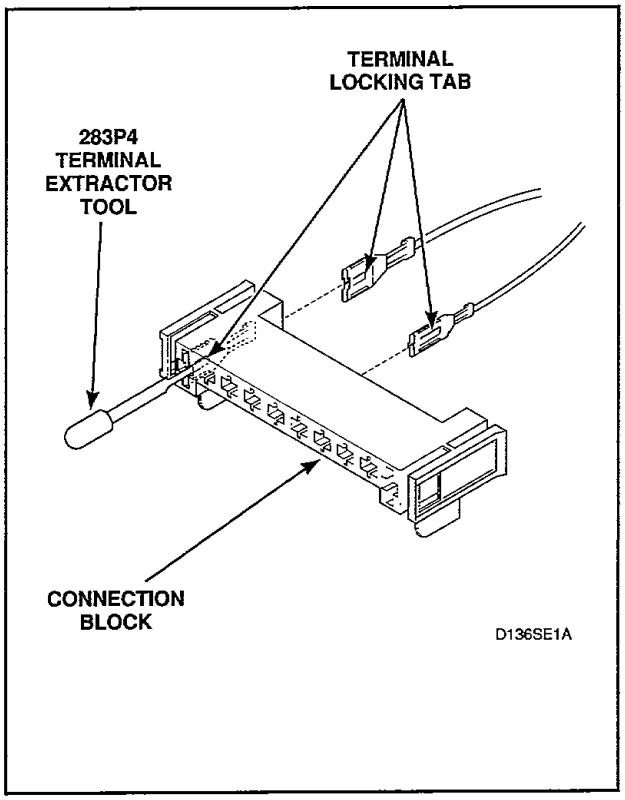

Figure 37
(1) Insert the tool into the block on the back of the terminal being removed, *Figure 37.*
(2) Apply tool pressure to compress the terminal locking tab on terminal and force the terminal and wire out back side of connection block, *Figure 37.*